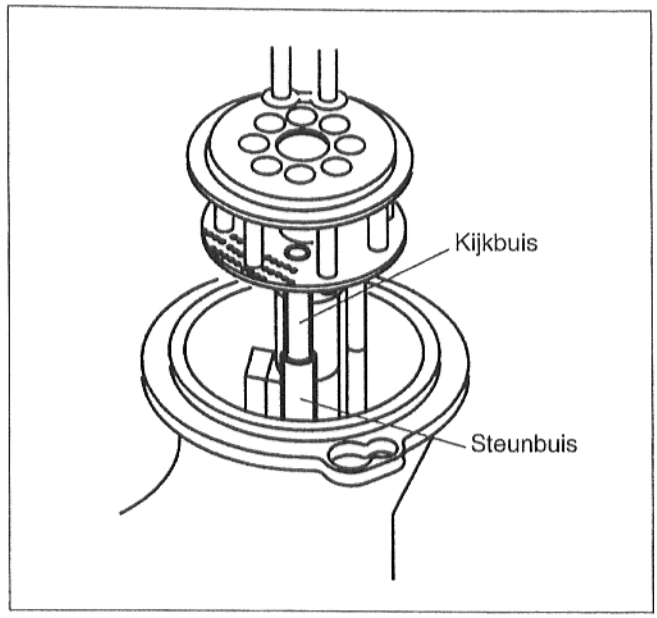

Afb. 17
- Kijkbuis en steunbuis moeten in elkaar geschoven zijn (afb. 17).